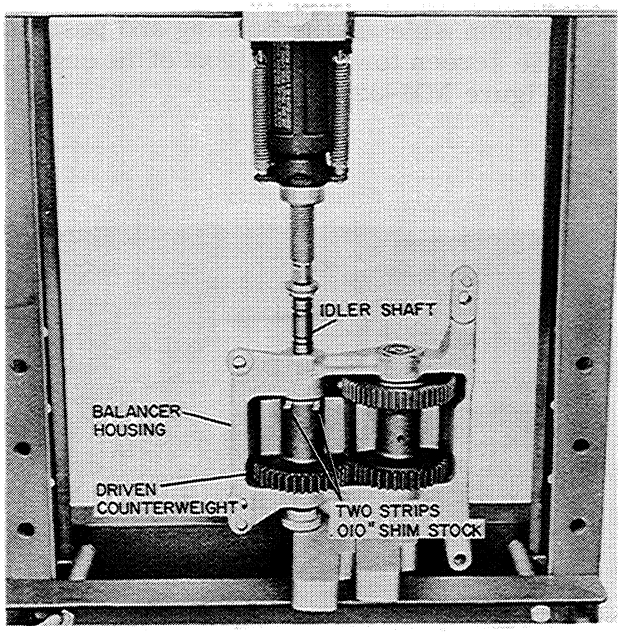

Figure MM-27
5. After the counterweights have been properly timed, the idler shaft can be pressed into the housing, Figure MM-27. Lubricate the shaft and bushings in the counterweight with "Lubriplate" before pressing the shaft into the housing.
PRESS THE SHAFT INTO THE HOUSING AND COUNTERWEIGHT. PLACE A .010" PIECE OF SHIM STOCK BETWEEN THE COUNTERWEIGHT AND THE HOUSING, FIGURE MM-27. WHEN THE SHAFT IS FULLY PRESSED IN, PULL THE SHIM STOCK OUT. IN THIS WAY, THE .010" SIDE CLEARANCE WILL BE OBTAINED BETWEEN THE DRIVEN COUNTER-. WEIGHT AND THE BALANCER HOUSING.